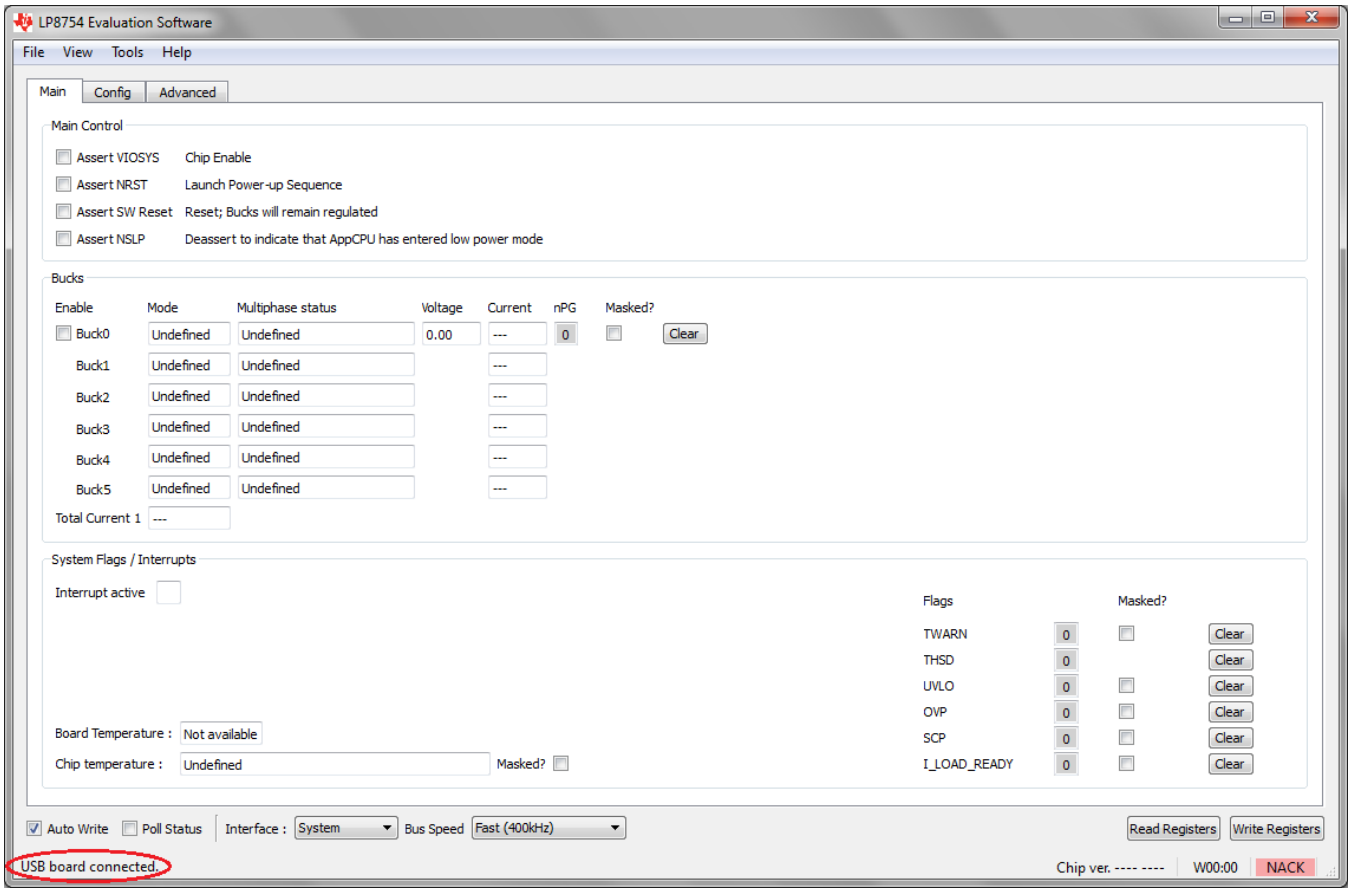

Figure 2. Evaluation Software Graphical User Interface (GUI) When USB Board Connected
2. On the Evaluation SW window bottom right corner you should see text “USB Board connected”. Refer to Figure 2.